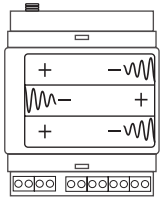

Fig.8
3. (opzionale) Inserire un piccolo cacciavite a taglio tra la base e il pannello frontale di Linky, nelle apposite guide presenti nella base, e fare leva per sollevare il pannello frontale con l'etichetta. Inserire le tre batterie ricaricabili cariche, rispettando la polarità indicata (Fig.8). Richiudere il pannello frontale con l'etichetta (per approfondire la funzione delle batterie riferirsi al paragrafo *Batterie*).